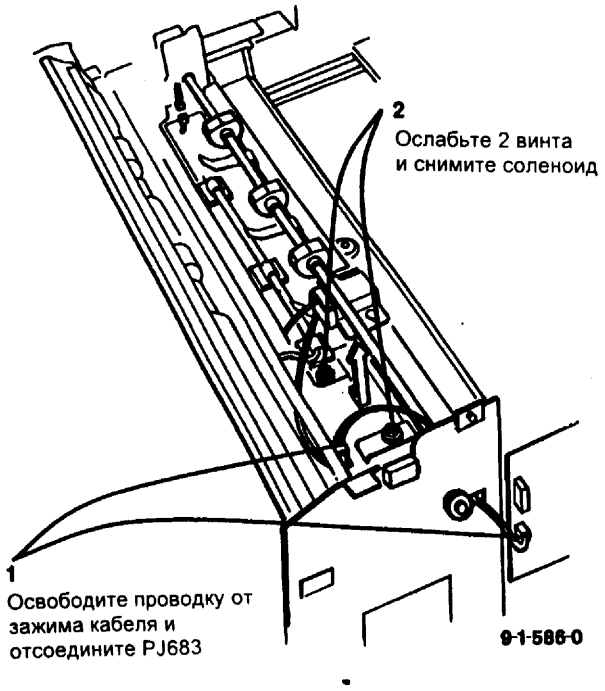

Рис. 1 Снятие соленоида входного затвора
2. (Рис. 1) Снимите соленоид входного затвора.